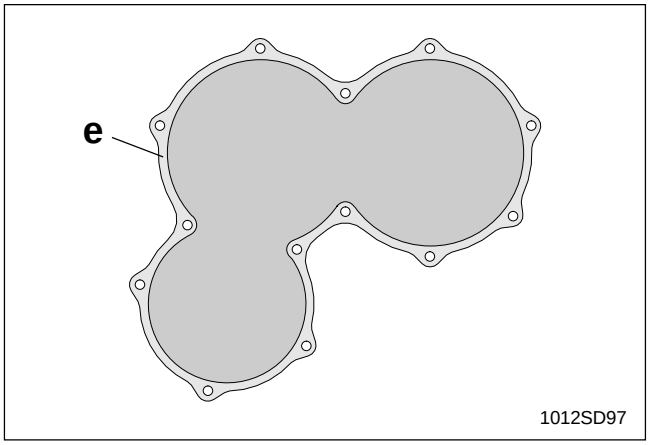

FIG. 5-8 SEALING EXCITER GEAR COVER
3. Press both roller bearing cages (15) into housing against retaining rings.
4. Slide spacer (17) onto pinion gear shaft.
7. Install retaining ring (14).
8. Install woodruff key (18) on pinion gear shaft.
10. Slide flex-coupling (13) onto inner coupling.
11. Place key (5) onto shaft of exciter motor (4) and install coupling (11b). Apply Loctite 242, or equivalent, to set screw (12b) in coupling and tighten it against shaft.
12. Install motor on exciter housing with lockwashers (10) and M10 screws (9). Secure screws using Loctite 242, or equivalent, and torque to 36 ft.lbs. (49 Nm).
13. Apply a bead of Loctite 515 gasket compound to machined face of exciter gear cover (28). See *Figure 5-8*. Secure the cover with thirteen M8 screws (25). Use Loctite 242 on screws and torque to 18 ft.lbs. (24 Nm) (*Section 5.5).*
14. Add 32 oz. of SAE 30W oil to exciter and install exciter base cover (23) to housing with M6 screws (24) . Use Loctite 242 on screws and torque to 7 ft.lbs. (10 Nm) (*Section 5.5).*